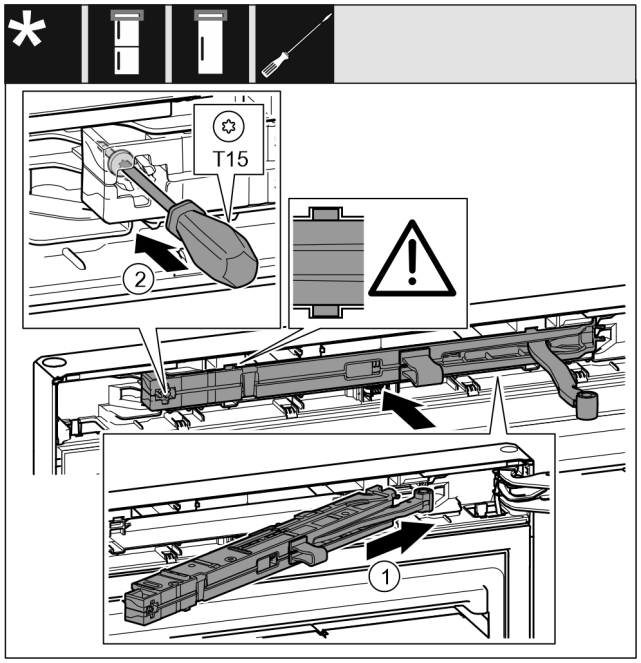

Fig. 71
▶ Iebīdiet slīpi durvju amortizatora mezglu *Fig. 71 (1)* gultņa balsta pusē līdz galam padziļinājumā.
▶ Pieskrūvējiet skrūvi *Fig. 71 (2)* ar skrūvgriezi.